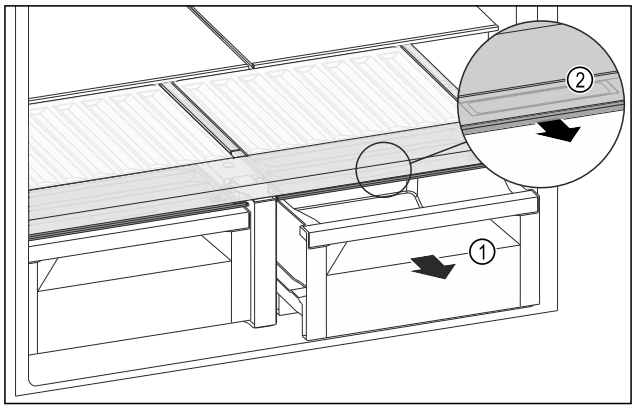

Fig. 141
- ▶ Pull out the drawer *Fig. 141 (1)*.
- ▶ Grip the handle recess *Fig. 141 (2)* on the lid while pulling the lid forward at the same time.